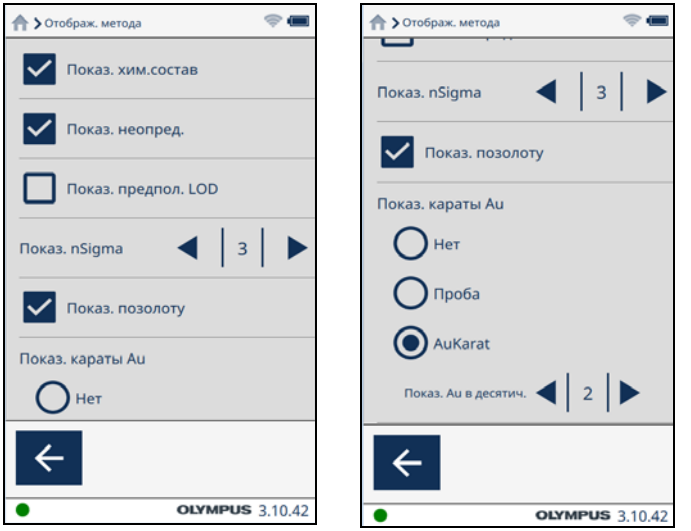

Рис. 2-22 Экран Отображение метода: стр. 1 (слева), стр. 2 (справа)
- На экране **Отображ. метода** в режиме Precious Metals выбраны опции **Показ. хим.состав**, **Показ. неопред.**, **Показ. позолоту** и **Показ. караты Au > AuKarat > Au Карат Десятич.** (см. Рис. 2-22 на стр. 36).